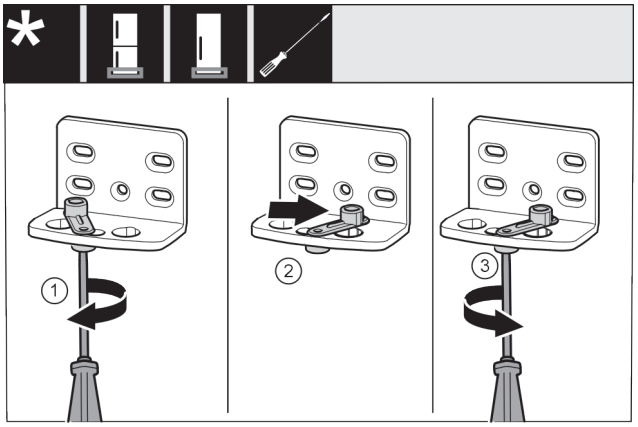

Fig. 13
- ▶ Use screwdriver to loosen the screw *Fig. 13 (1)*.
- ▶ Lift the door closing aid *Fig. 13 (2)* and turn 90° clockwise in the hole.
- ▶ Tighten screw *Fig. 13 (3)* with screwdriver.